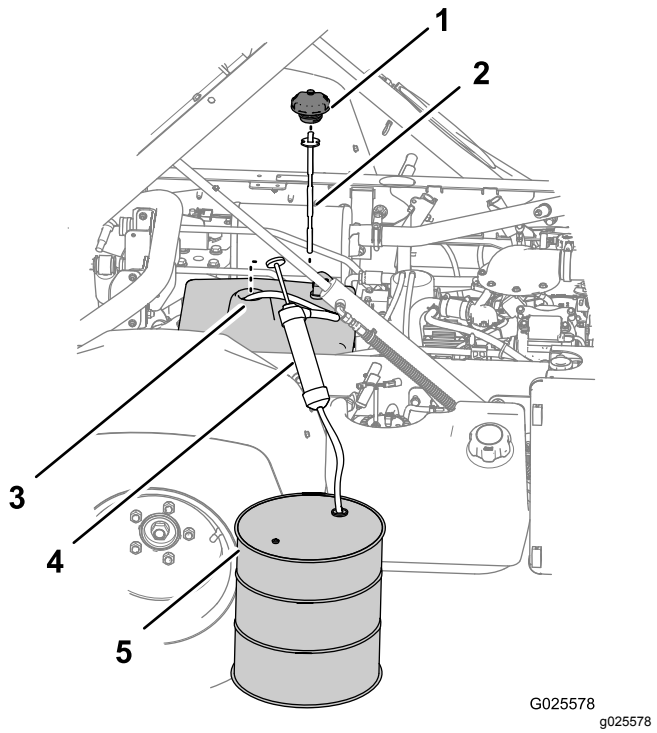

**Figur 82**
3. Fjern lokket og peilestaven fra hydraulikktankens påfyllingshals (Figur 82).
4. Før hevertutstyrets inntaksslange gjennom påfyllingshalsen til hydraulikktanken og ned til bunnen av tanken (Figur 82).
5. Før hevertutstyrets utslippsslange inn i en oppsamlingsbeholder (Figur 82) med kapasitet på 11,4 l (for ikke-TC-modell) eller 18,9 l (for ikke-TC-modell med sett for høy hydraulisk gjennomstrømning (valgfritt) eller TC-modell).
7. Fjern hevertutstyret fra hydraulikktanken (Figur 82).
8. Fyll 7,5 l (for ikke-TC-modell) eller 15,1 l (for ikke-TC-modell med sett for høy hydraulisk gjennomstrømning (valgfritt) eller TC-modell) av spesifisert hydraulikkvæske i hydraulikktanken (Figur 82).
9. Sett peilestaven og lokket på plass på påfyllingshalsen på hydraulikktanken (Figur 82).